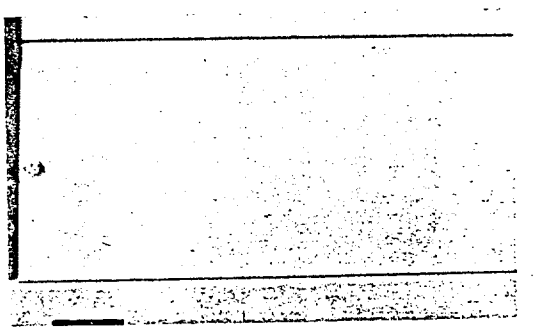

Figure 7: Base channel notch
4. Supporting the motor control center by its base channels and/or lifting angles, lift it into place. The front edges of the base channels must be aligned to form a continuous front. Using the notches in the base channels, gradually move the sections into alignment with a crowbar (figure 7).